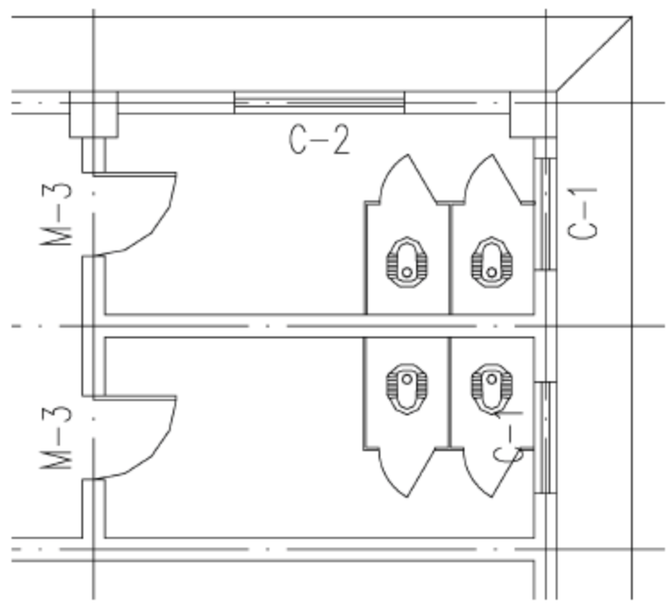

图 17-54　布置隔断
(2) 单击菜单中的“房间屋顶”→“房间布置”→“布置隔断”命令，然后根据命令行提示直线选取两个蹲便器，根据提示的隔断尺寸进行修正，最后回车完成布置隔断任务。进行重复操作，结果如图 17-54 所示。